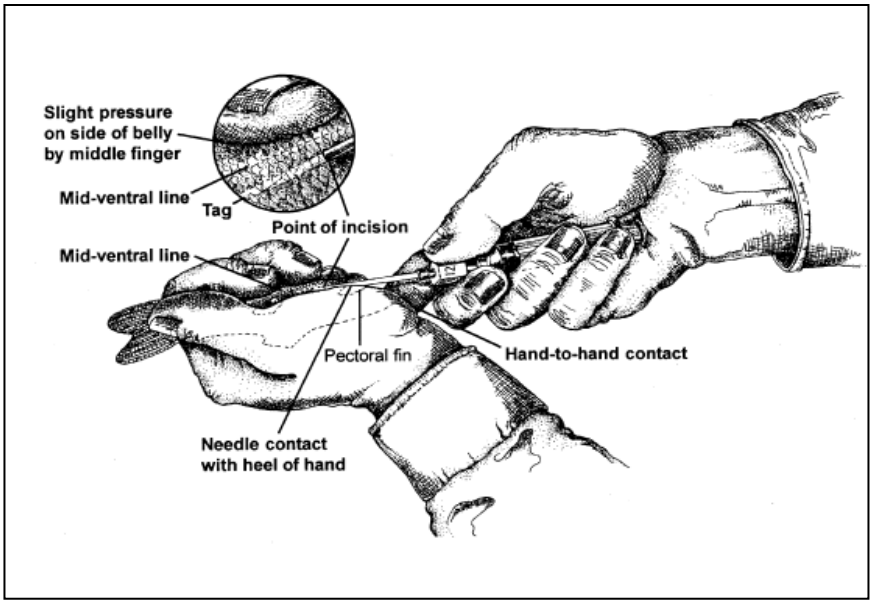

Figure 2- Tag injection location
16) The needle should penetrate through the fish's belly between the posterior tip of the pectoral fin and the anterior point of the pelvic girdle. Avoid placing the point of the needle too far posterior. The puncture should be made 1-2 mm off the mid-ventral line (Figure 2).